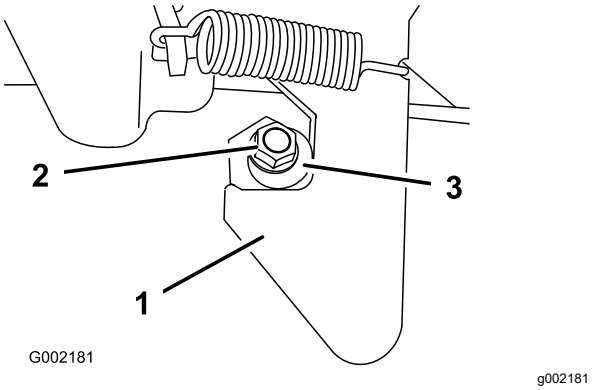

Figura 58
1. Afloje la contratuerca del extremo del tope del enganche (Figura 58).
2. Gire el tope del enganche en sentido horario hasta que quede apretado contra el enganche (Figura 58).